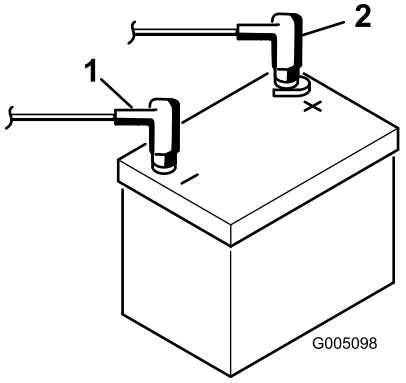

Figur 8
2. Koppla den positiva batterikabeln (röd) mellan startmotorns magnetspole och pluspolen (+) på batteriet (Figur 8). Fäst den med en skruvnyckel och bestryk anslutningen med vaselin. Kontrollera att kabeln går fri från sätet när det befinner sig i det bakre läget, annars kan kabeln slitas ut eller skadas.